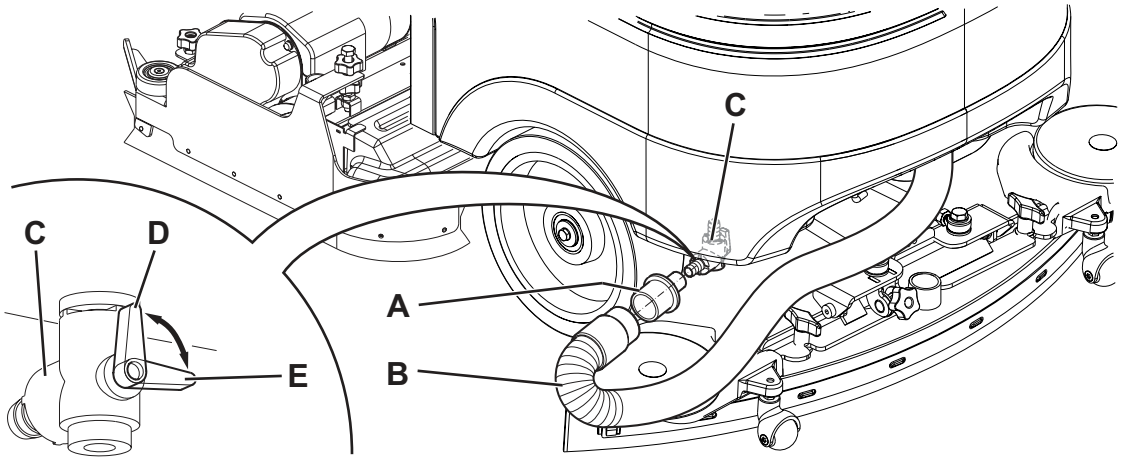

Abbildung 5
Die Anzeige (C) gibt die Reinigungsmittelkonzentration in der Reinigungslösung gemäß Tabelle auf Abbildung 5 an.
8. Adapter (45) aus seinem Sitz im Batteriefach nehmen.
9. Adapter (A, Abb. 5) auf das Ansaugrohr (B) der Sauglippe montieren und in das Ablassventil (C) schieben.
10. Zündschlüssel (58) in Stellung I drehen und mit Taste (63) Ansauganlage einschalten.
11. Ablassventil (C) zur Entleerung des Tanks (22) öffnen.